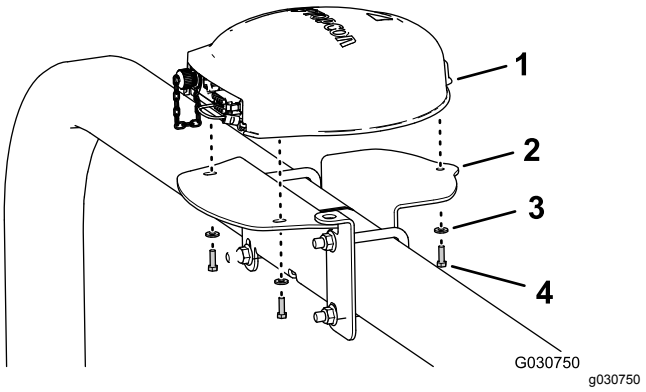

Figur 151
4. Rikta in de tre gängade hålen på botten av navigeringsmottagaren mot de tre hålen i mottagarfästet (Figur 151).
5. Montera mottagaren på fästet (Figur 151) med de tre sexkantsskruvarna (5 x 16 mm) och tre brickorna (5 mm).